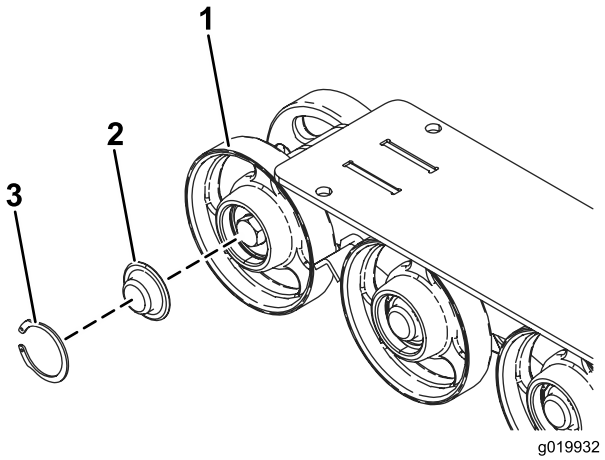

Figuur 51
3. Verwijder de snapring en dop van een wegwiel (Figuur 51).
4. Controleer het smeervet onder de dop en rond de pakking (Figuur 51). Als er geen vet is of als het vet vuil of zanderig is, verwijder dan al het vet, vervang de pakking en breng nieuw smeervet aan.
6. Plaats de ingevette wegwieldop op de kop van de bout (Figuur 51).
7. Zet de wegwieldop vast met de snapring (Figuur 51).